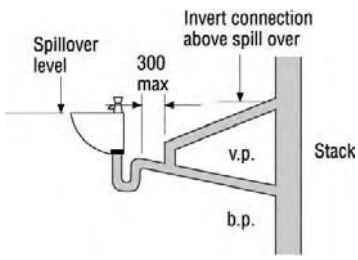

Figure 7.8 *Branch ventilation pipes 'rules'*
- The branch vent pipe must not be connected to the discharge stack below the spillover level of the highest fitting served (see Figure 7.8)